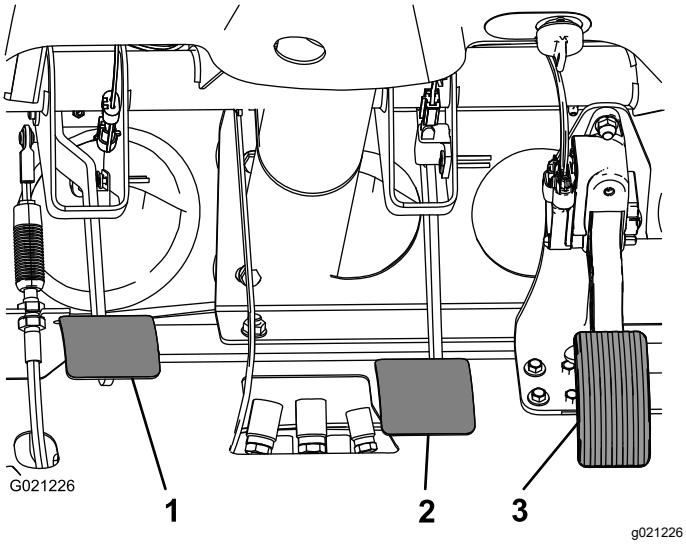

Figur 66
2. Lätta på bromspedalen (Figur 66) tills den vidrör ramen.
3. Lossa låsmuttrarna som håller oket till huvudcylinderaxeln (Figur 66).